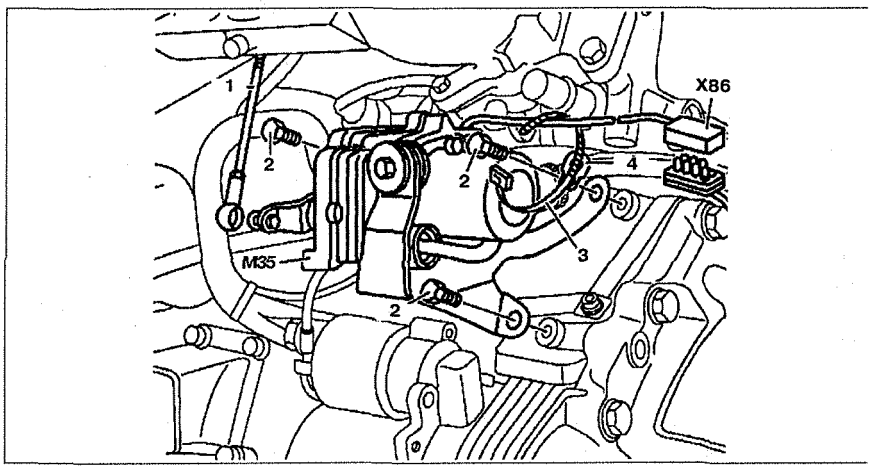

Рис. 2.128. Управляющий элемент устройства "Tempomat":
3. Отсоедините разъем **M35.1** устройства "Tempomat" (см.рис.2.128).